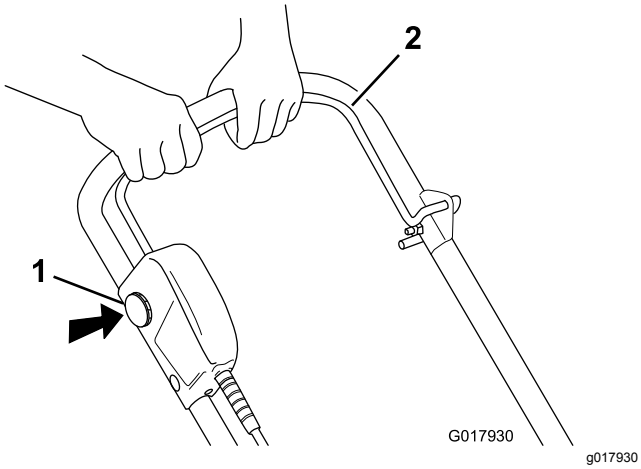

**Figure 10**
1. To start the motor, insert the interlock button (key), press and hold the interlock button (key), and squeeze the power control bar to the handle (Figure 10).